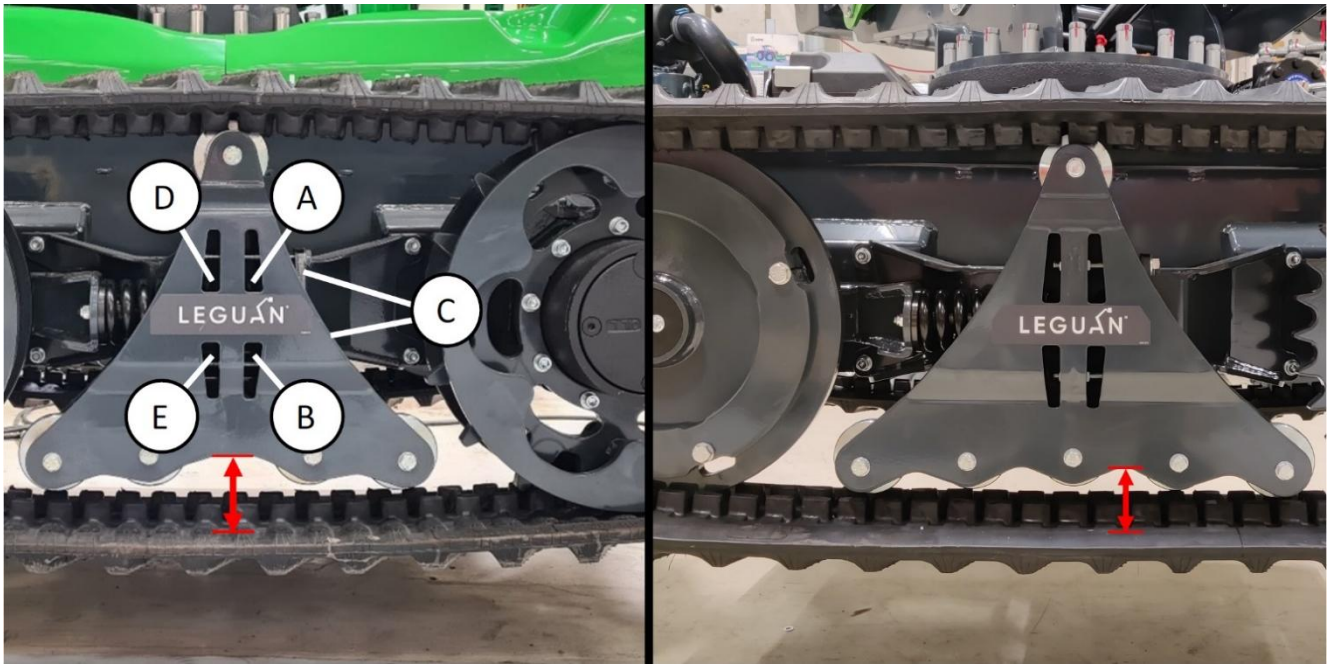

Figura 12. Regolazione della tensione dei cingoli
Sollevare la piattaforma aerea da terra utilizzando gli stabilizzatori. I cingoli devono essere staccati da terra di almeno 5 cm. Andare in retromarcia per pochi metri in modo da avere la parte allentata sotto. La tensione è corretta se la distanza tra il cingolo e il telaio del cingolo è uguale da un'estremità all'altra (contrassegnata con linee rosse in figura 12). La distanza corretta è 85-90 mm.
Il cingolo è messo in tensione con una molla precaricata. Per tendere il cingolo, allentare i dadi contrassegnati (A) e (B) in figura 12. Quindi serrare i dadi D ed E e trattenere i bulloni C (o viceversa). In questo modo i bulloni (figura 12 (C)) e la piastra di regolazione vengono portati verso il centro del cingolo e la ruota anteriore del cingolo viene spostata in avanti. Serrare i dadi quanto basta affinché il cingolo si raddrizzi rispetto al telaio e la distanza sia di 85-90 mm. Serrare entrambi i dadi in modo uniforme. Dopo la regolazione serrare i dadi A e B.